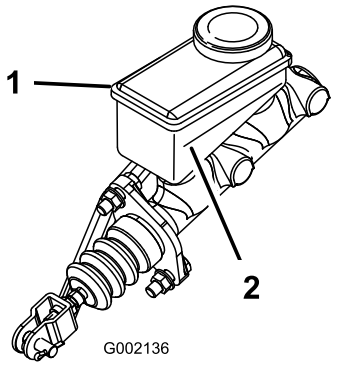

Figuur 44
3. Kijk aan de zijkant van het reservoir. Het peil moet hoger staan dan de Minimum-streep (Figuur 44). Als het vloeistofpeil te laag is, moet u de omgeving van de dop reinigen, de dop verwijderen en het reservoir vullen tot boven de Minimum-streep. Niet te vol vullen.